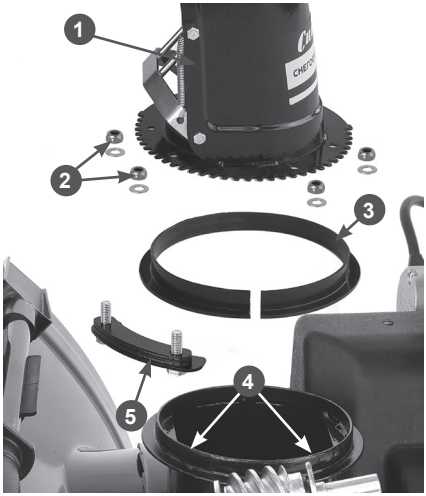

Рис. 20 Установка жёлоба выброса снега
- убедитесь, что пластиковое кольцо 3 установлено на фланце 4 отверстия выброса снега (Рис. 20);
- установите жёлоб 1 выброса снега, как показано на Рис. 20 и закрепите его с помощью пластин 5 с болтами и гаек 2 с шайбами (Рис. 20).